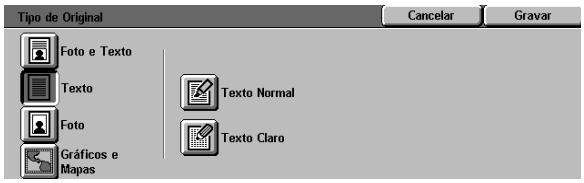

Figura 7: Ecrã de pormenores da opção Texto
2. Seleccione o ícone **Texto** para visualizar o ecrã de pormenores da opção Texto, ilustrado na Figura 7.